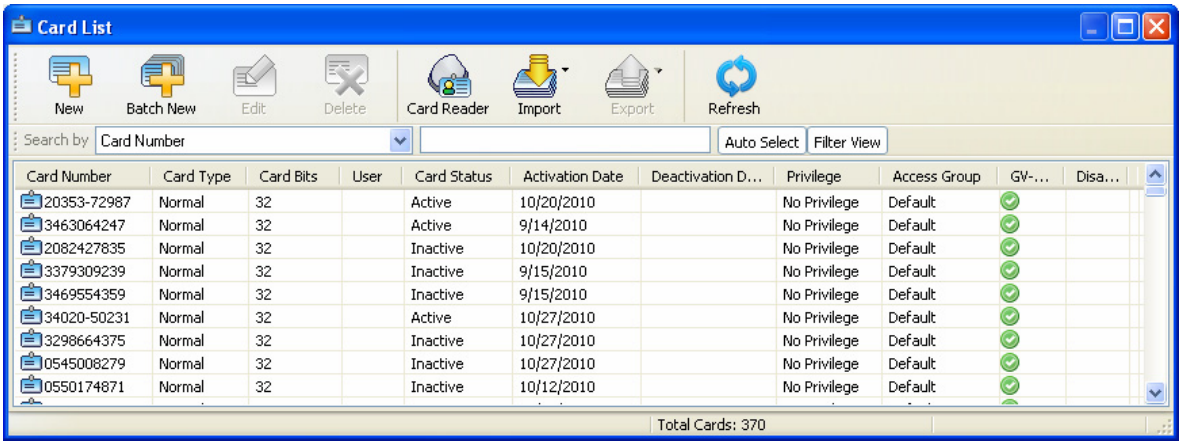

Figure 4-10
1. On the Card List window (Figure 4-10), click the **Import** button and select one of these options: **Import from Access** or **Import form Excel**.